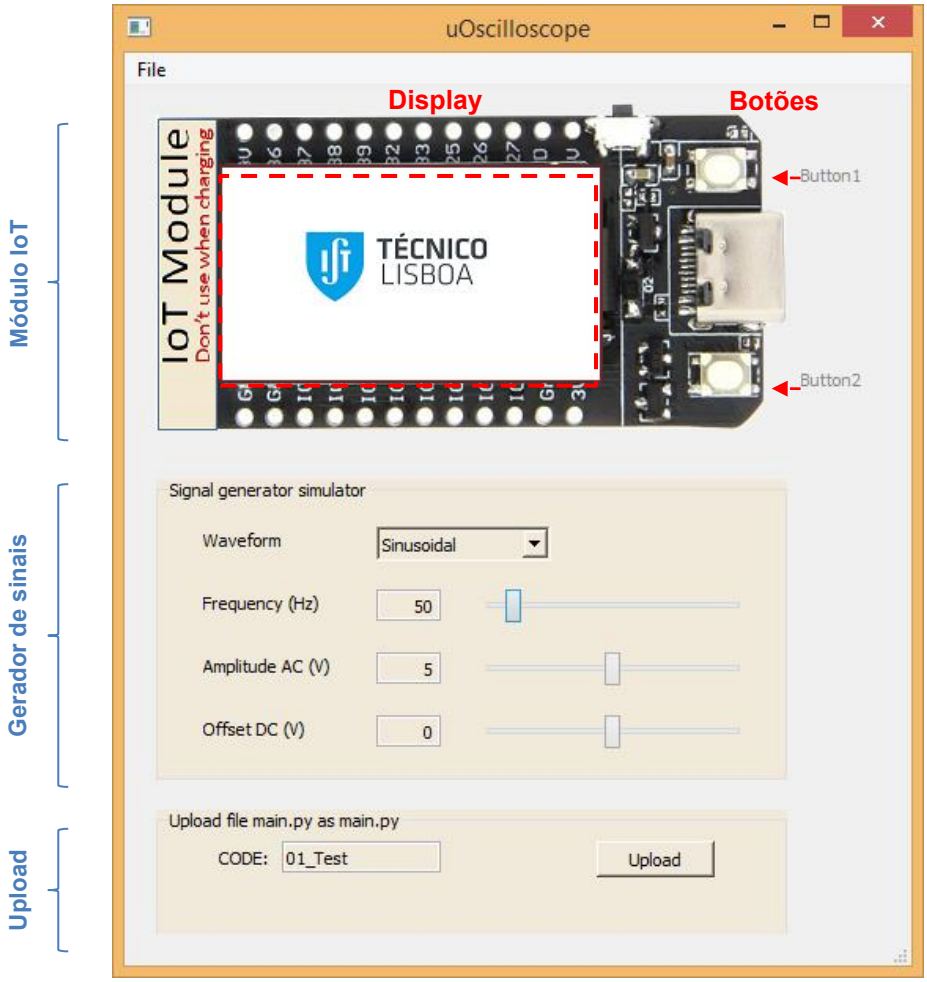

Figura 4 - Janela do simulador.
A Figura 4 mostra a janela da aplicação do simulador, com 3 áreas principais:
2. No simulador funciona em modo de simulação, sendo o sinal de entrada do ADC dado pelo "Gerador de sinais" (Figura 4).